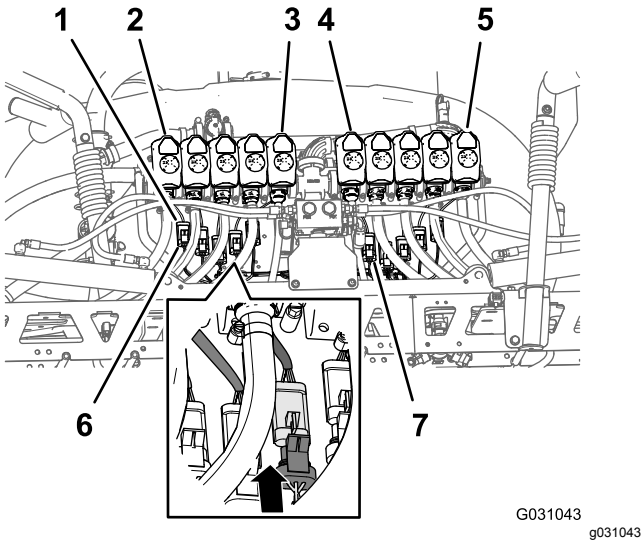

**Figur 133**
1. Før konnektoren med 3 sokler på 203 cm afgreningen af ledningsnettet med mærkaterne **Nozzle Valve 1** (dyseventil 1) til **Nozzle Valve 5** (dyseventil 5) bagud i forhold til 10-ventilbeslaget og under dyseventil 1 til 5 (Figur 133).
2. Før konnektoren med 3 sokler på 203 cm afgreningen af ledningsnettet med mærkaterne **Nozzle Valve 6** (dyseventil 6) til **Nozzle Valve 10** (dyseventil 10) bagud i forhold til 10-ventilbeslaget og under dyseventil 6 til 10 (Figur 133).
3. Tilslut konnektoren med 3 sokler på det bageste ledningsnet mærket **Nozzle 1** (dyse 1) til konnektoren med 3 ben på ledningsnettet til dyseventil 1 (Figur 133).
4. Gentag trin 3 ved dyseventilpositioner 2 til 10 (Figur 133).